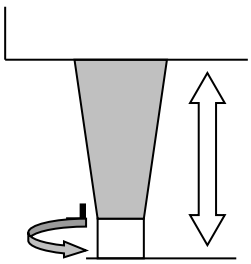

Fig.1: Adjustable feet
5.1.2 Set up the device absolutely horizontally. Use the adjustable feet for alignment (see Figure 1).